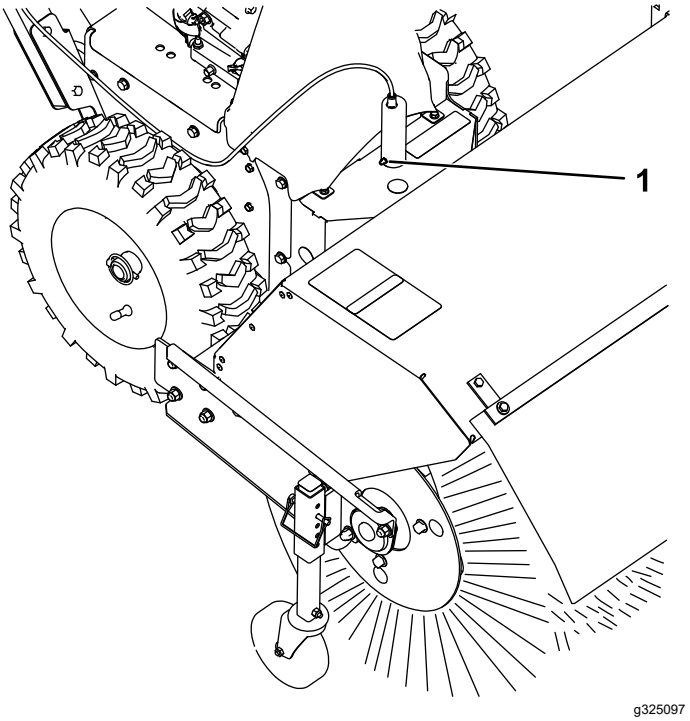

**Figure 23**
1. Lubrifiez le graisseur de la goupille de blocage d'angle de la brosse avec de la graisse au lithium nº 2 (Figure 23).